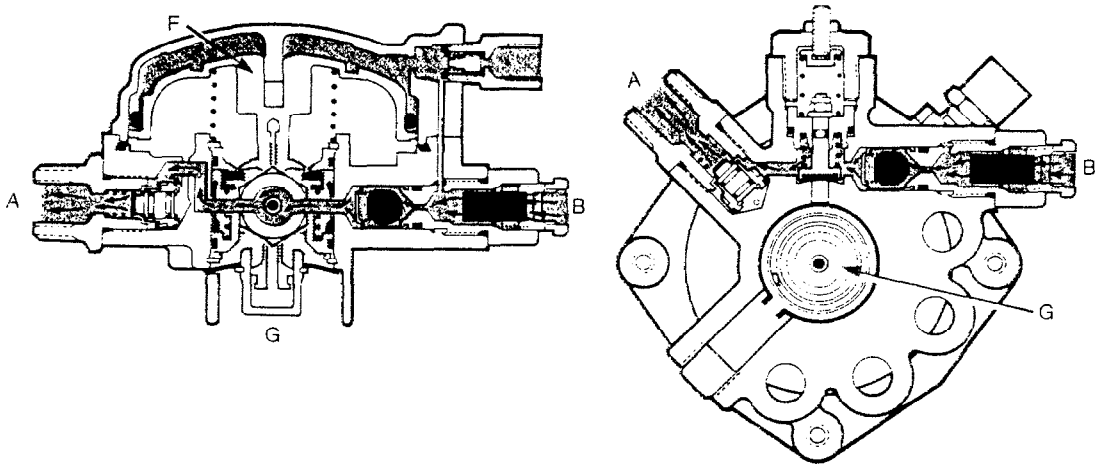
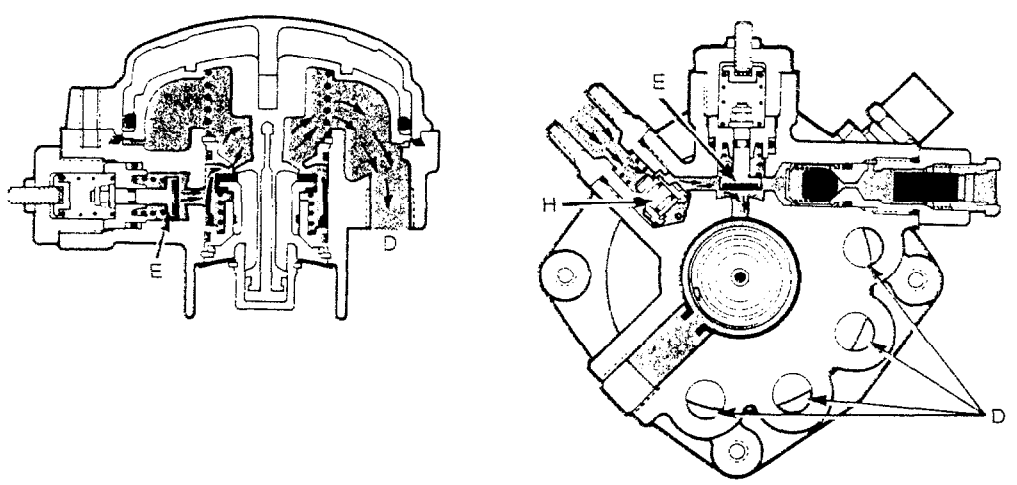

Figure 7 — Spring Brake Relay Valve — Charging
Figure 8 — Spring Brake Relay Valve — Spring Brake Release
23. Air supplied from the towing vehicle, via the emergency line, enters the PARC valve through the check valve and filter assembly located in port B. The air then passes through the valve body and exits through port A, which is directly mounted to the reservoir, to supply the reservoir. Emergency air also passes through a body drilling to allow air to enter the chamber above piston F (see Fig. 7). At this stage, air is prevented from entering the spring brake chambers by the holdback piston assembly, valve E (see Fig. 8).
24. When air in the service reservoir reaches approximately 435 kPa (63 psi), the valve E opens and allows air through the four D ports releasing the springs brakes (see Fig. 8). A pressure balance now occurs at valve H.